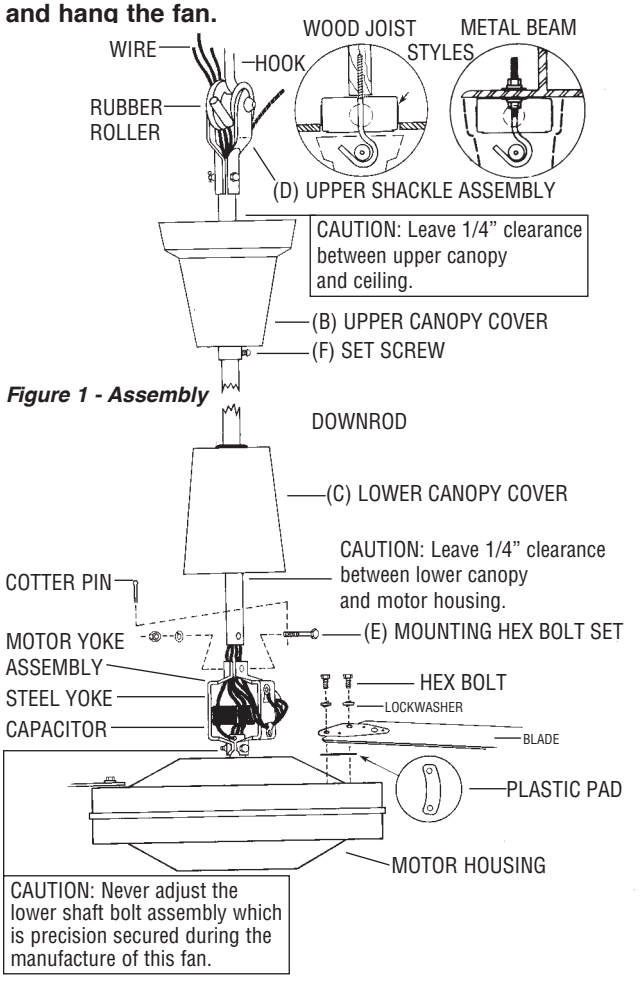

Figure 1 - Assembly
2. At the motor yoke assembly (A), remove the cotter pin and loosen the hexagon nut. Carefully remove spring washer and the hexagon screw (E). ***(See Figure 1)***
3. Slide the upper canopy cover (B) (bell shaped) up the rod. Slide the lower canopy cover (C) up to rod.
CAUTION: Blades must be fastened to the motor as shown in Figure 1. DO NOT reverse blades when installing.